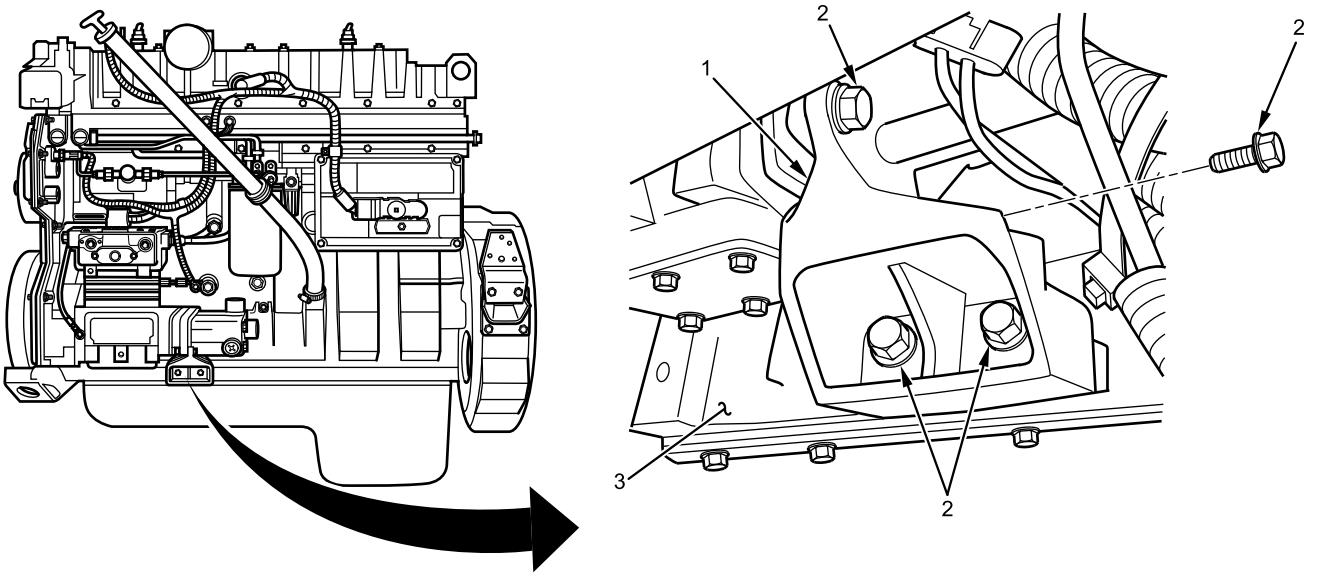

Figure 1. Air Compressor Support.
1. Remove four bolts (Figure 1, Item 2) from air compressor support (Figure 1, Item 1). Remove support from engine (Figure 1, Item 3).